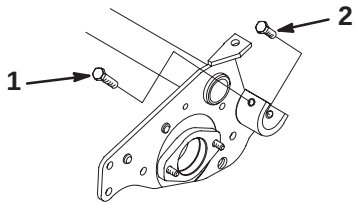

Figure 4
6. Remove the bedbar adjuster bolts on each end of the cutting unit. Remove the bedbar. Install the new 1-1/2" (38mm) long bolts in the upper holes and the 1" (25mm) long bolts in the lower holes of the cutting unit as shown in Figure 4.